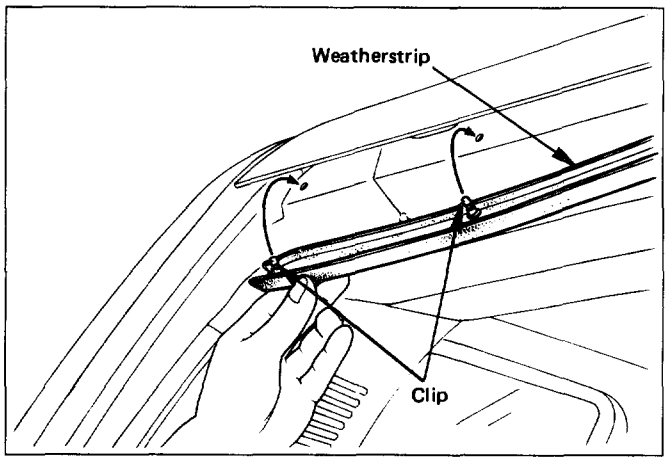

Fig. 10-175
- Pry weatherstrip clips free from the body panel. (Fig. 10-175)